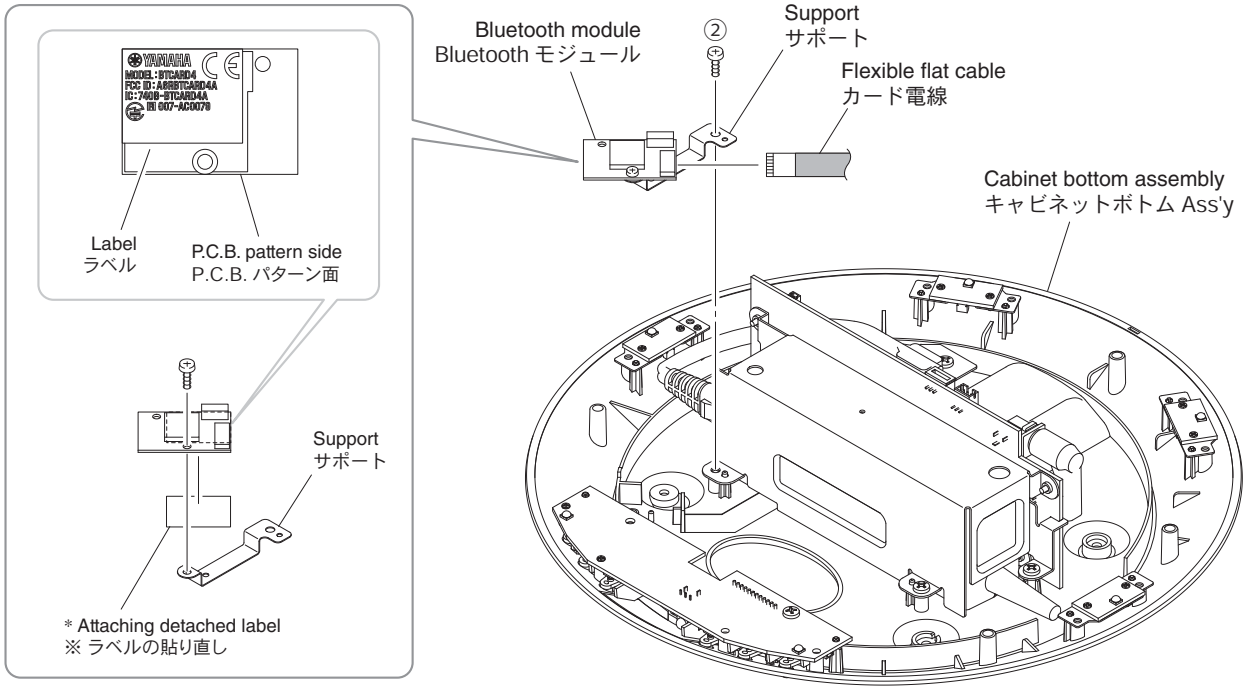

Fig. 2
2. Removal of Bluetooth Module (Fig. 2)
a. Remove screw (②).
2. Bluetooth モジュールの外し方（Fig. 2）
a. ② のネジ 1 本を外します。